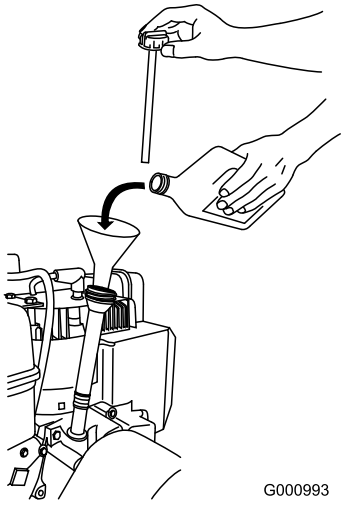

Figur 35
2. Ta ut oljestickan och kontrollera oljenivån (Figur 35). Fyll på olja om oljenivån ligger under markeringen Add. Se avsnittet Fylla på olja i motorn.